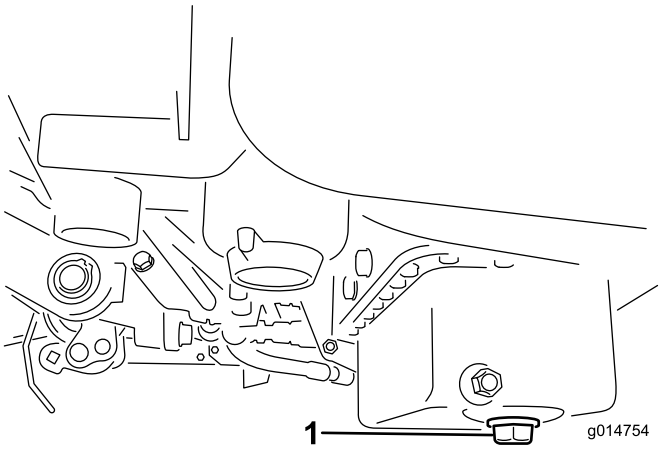

Figuur 42
1. Verwijder de aftapplug en laat de olie in een opvangbak lopen. Als er geen olie meer naar buiten stroomt, plaatst u de aftapplug terug (Figuur 42).